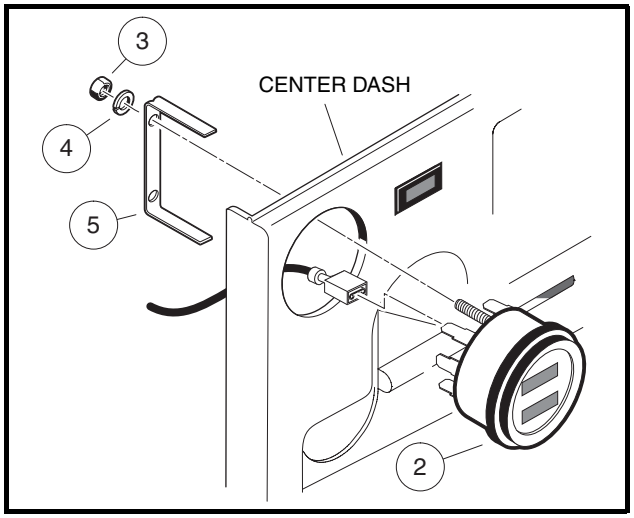

Figure 12-24 Fuel Gauge/Hour Meter Installation
3. Disconnect the wires from the fuel gauge/hour meter **(Figure 12-24, Page 12-23)**.
4. Remove the two hex nuts (3) and lock washers (4) from the threaded studs on the back of the gauge. Remove the mounting bracket (5) from the back side of the fuel gauge/hour meter (2) and remove the fuel gauge/hour meter from the dash.
1. Install a new fuel gauge/hour meter into hole in dash until flange seats against dash **(Figure 12-24, Page 12-23)**.